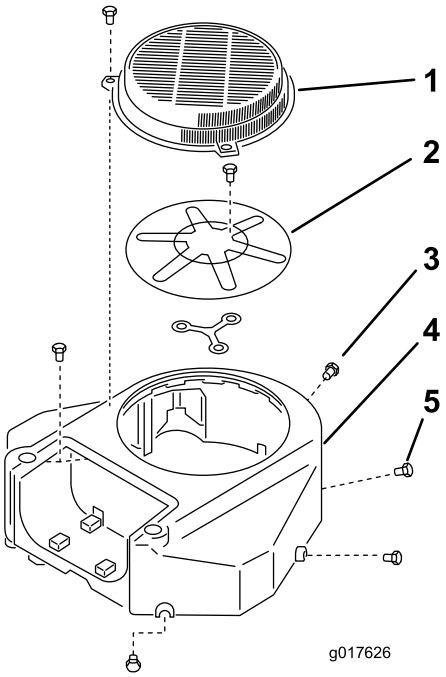

Figur 62
3. Fjern luftinntaksskjermen og viftehuset (Figur 62).
5. Monter luftinntaksskjermen og viftehuset (Figur 62).